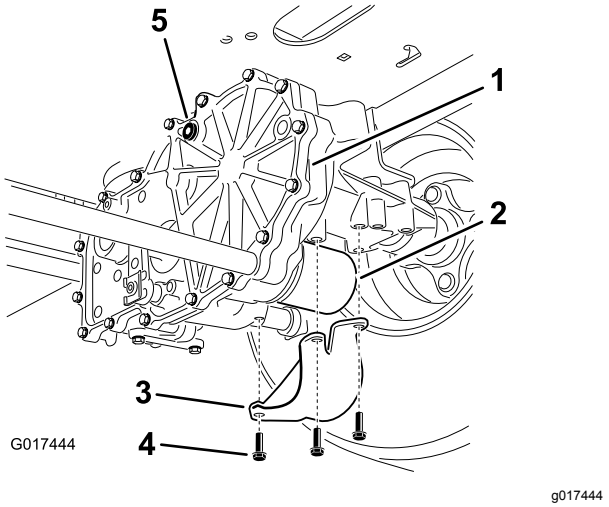

Figur 73
2. Finn filteret og vernene på hvert transakseldrivsystem (Figur 73).
3. Fjern de tre skruene som fester filtervernet og vernet (Figur 73).